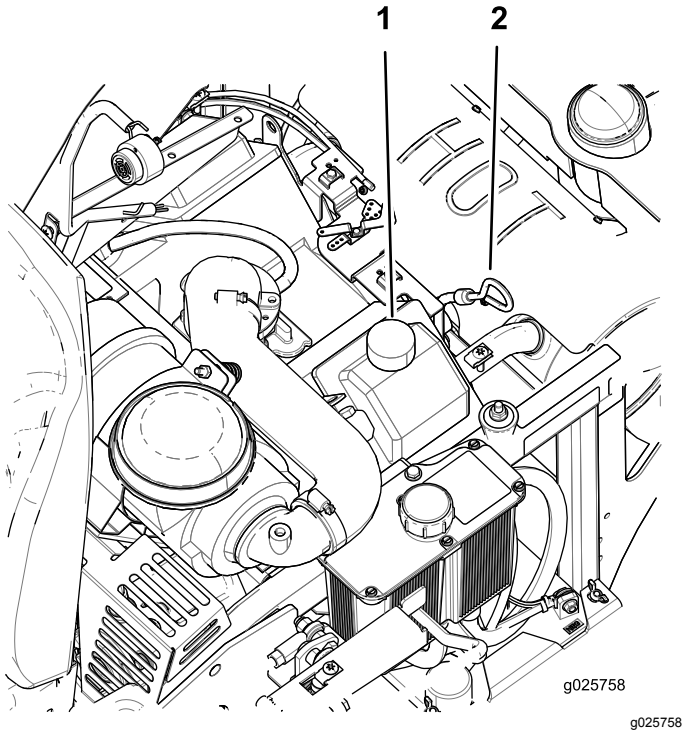

Figur 38
5. Gör rent området kring oljestickan (Figur 38).
9. Om oljenivån är låg torkar du av området runt oljepåfyllningslocket, tar bort locket och fyller på till markeringen **full** på oljestickan (Figur 38).
4. Häll långsamt ca 80 % av den angivna oljan i påfyllningsröret och tillsätt långsamt ytterligare olja tills nivån når markeringen **full** på oljestickan (Figur 38).
5. Starta motorn och kör till ett plant område. Kontrollera oljenivån igen (Figur 38).